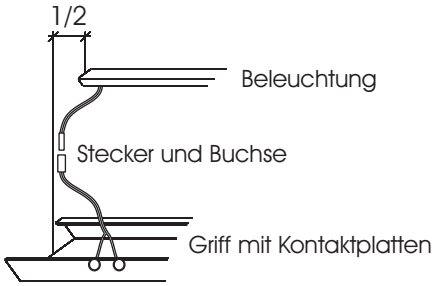

Abb.11
3. Verbinden Sie den Stecker der Beleuchtung mit der Buchse der Kontaktplatten. (Abb.11)